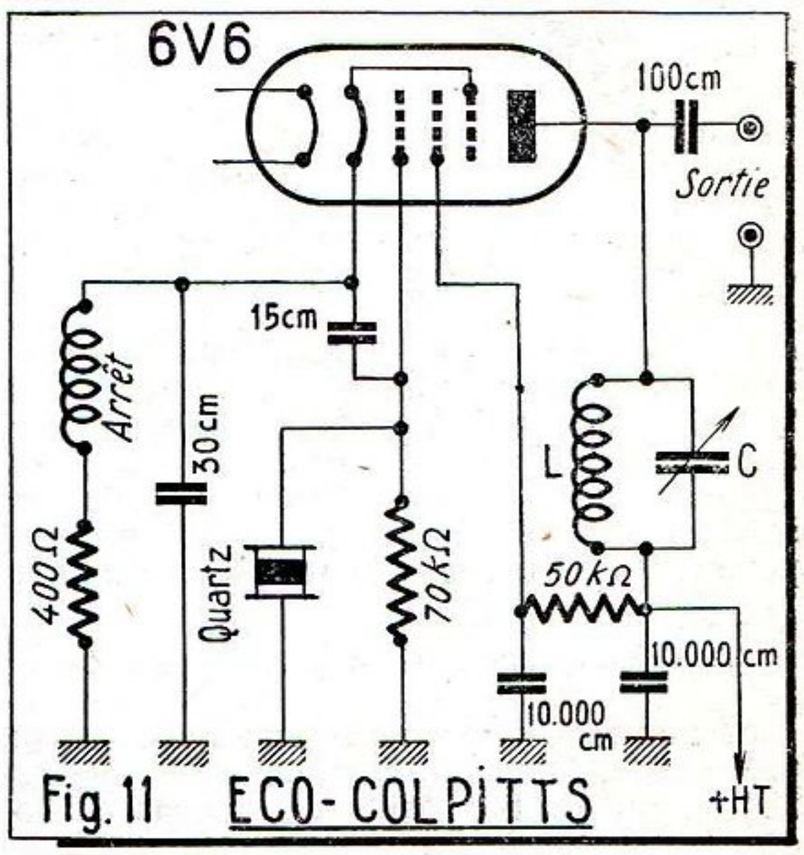

Fig.11 ECO-COLPITTS
V. ECO - Colpitts à quartz (figure 11).